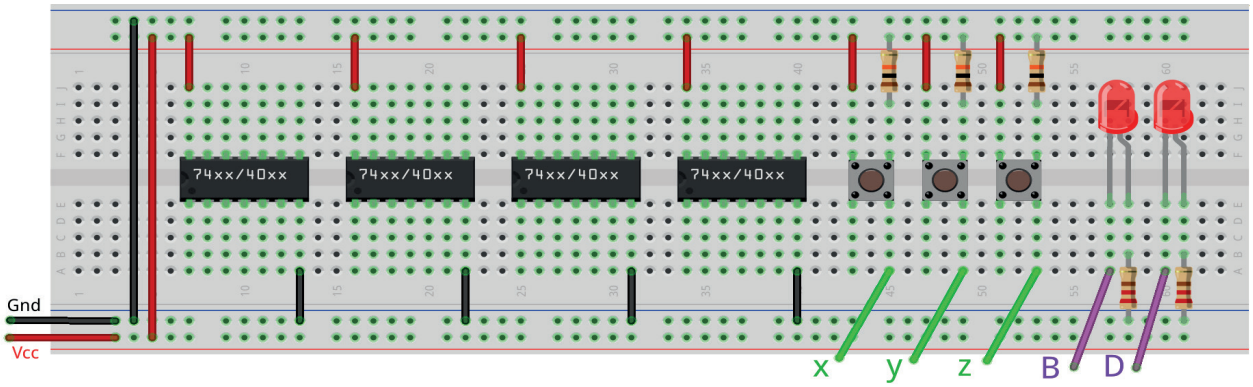

Figura 6.28 – Disposição dos componentes na placa de montagem.
2. Monte o circuito na placa de montagem, conforme figura 6.28.